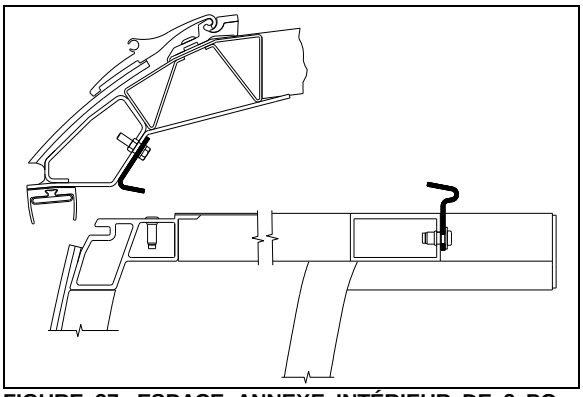

FIGURE 37: ESPACE ANNEXE INTÉRIEUR DE 2 PO – VUE DE LA PARTIE SUPÉRIEURE
Ne pas trop rétracter la rallonge coulissante. Rétracter juste au-delà du joint racleur. (Figure 37)
devienne accessible depuis l'extérieur (Figure 37).
5. Après avoir terminé, suivre la procédure de contournement manuel pour sortir la rallonge coulissante afin de réinstaller l'extrusion extérieure. Appliquer un scellant adéquat sur les vis de l'extrusion extérieure et entre l'extrusion, le toit et les bords pour prévenir l'infiltration d'eau (Figure 37).